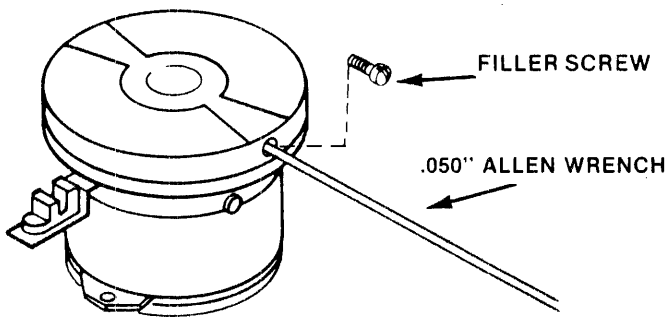

FIGURE 10. DAMPER REMOVAL
A. Remove the filler screw from the side of damper (refer to Figure 10).